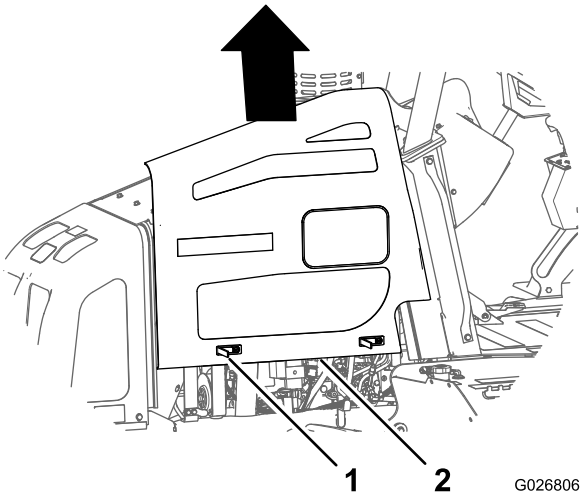

Figura 60
4. Levante o painel, removendo-o da máquina (Figura 60).